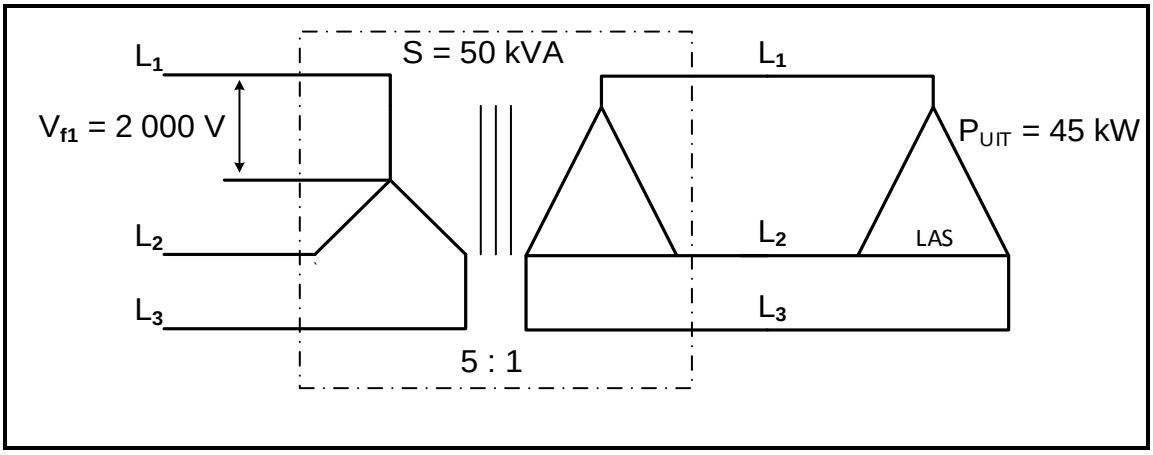

FIGUUR 4.7
4.7 Verwys na FIGUUR 4.7 hieronder en beantwoord die vrae wat volg.